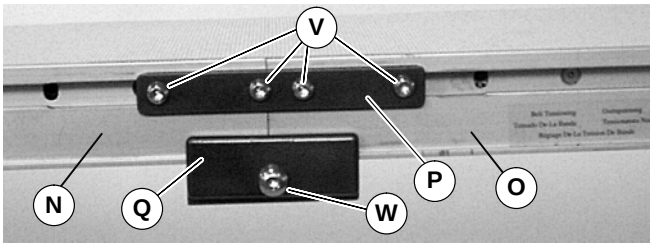

Abbildung 7
6. Die Schrauben der Verbindungsstreifen (V) und Installationsträgerschrauben (W) zu beiden Seiten des Förderers lösen.
7. Die Förderbandbsegmente zusammenfügen (N und O in Abbildung 7). Installationsträger (P und Q) quer über die Fördererabschnitte positionieren.